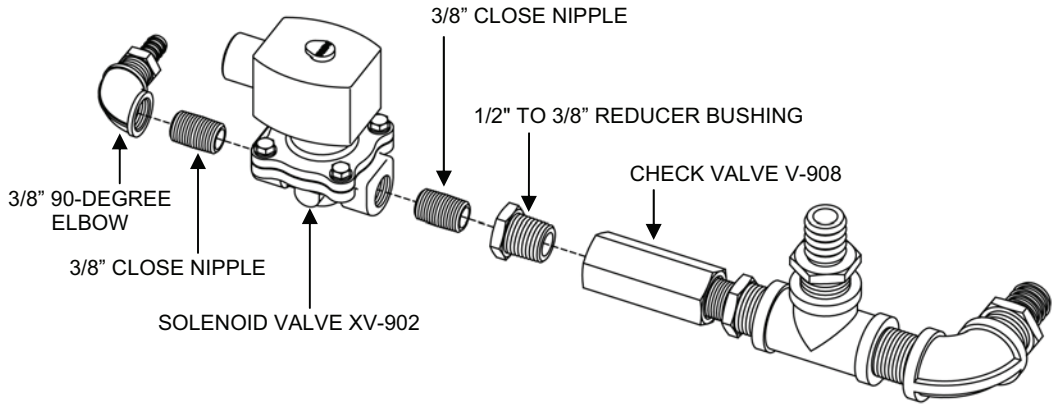

Figure 8. Solenoid Valve XV-902.
3. Remove Solenoid Valve XV-902 from the Air System Section 4 assembly as follows (see Figure 8):
c. Thread the close nipple on the output side of the solenoid valve into the reducer bushing. Do not over-tighten. Refer to Figure 8 for correct positioning of the valve.
d. Thread the elbow onto the close nipple on the other end of the solenoid valve. Do not over-tighten. Refer to Figure 8 for correct positioning of the elbow.